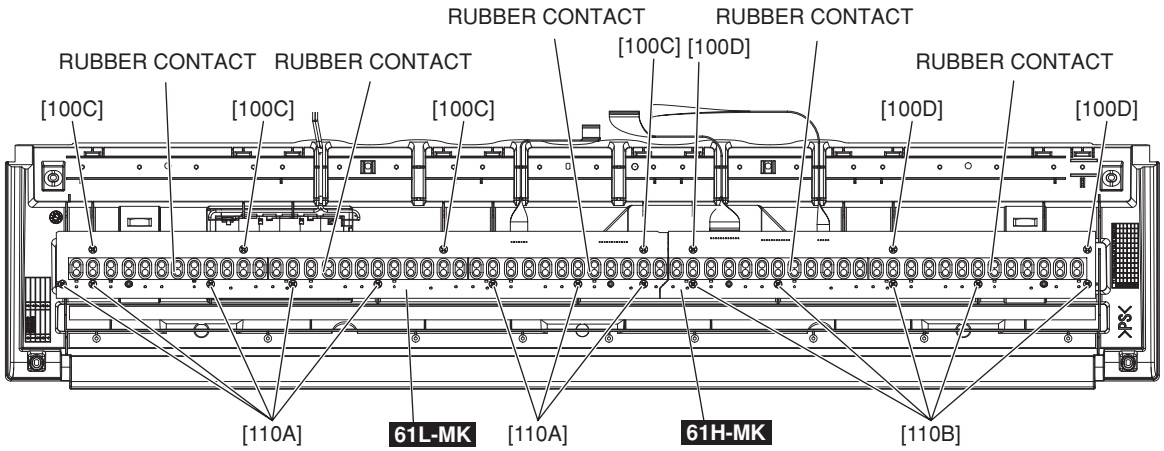

Fig.9
2. Remove the rubber contacts. (Photo.2, Fig.9)
2. Remove the four (4) screws marked [100C] and eight (8) screws marked [110A]. The circuit board 61L-MK can then be removed. (Fig.9)
2. Remove the three (3) screws marked [100D] and five (5) screws marked [110B]. The circuit board 61H-MK can then be removed. (Fig.9)